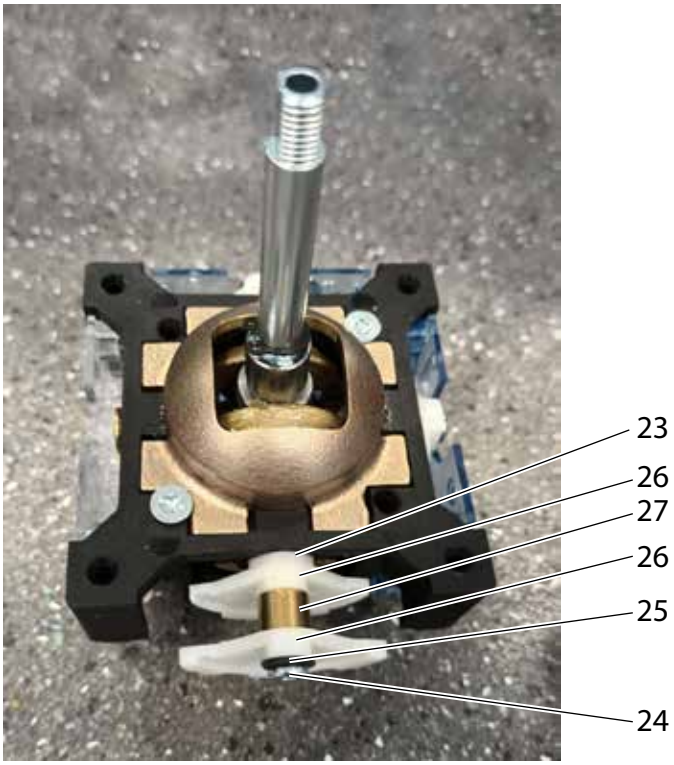

Abbildung 17. Joystick VCS0 – Reibbremse: Bremskraft einstellen/Bremsscheibe tauschen
3. Schieben Sie die Nockenscheiben (**26**), die Hülse (**27**) und die Tellerfeder (**25**) wieder auf die Welle. Achten Sie dabei darauf, dass die Nockenscheiben (**26**) in der richtigen Position sind, (*siehe Abbildung 17 „Joystick VCS0 – Reibbremse: Bremskraft einstellen/Bremsscheibe tauschen", Seite 29).*